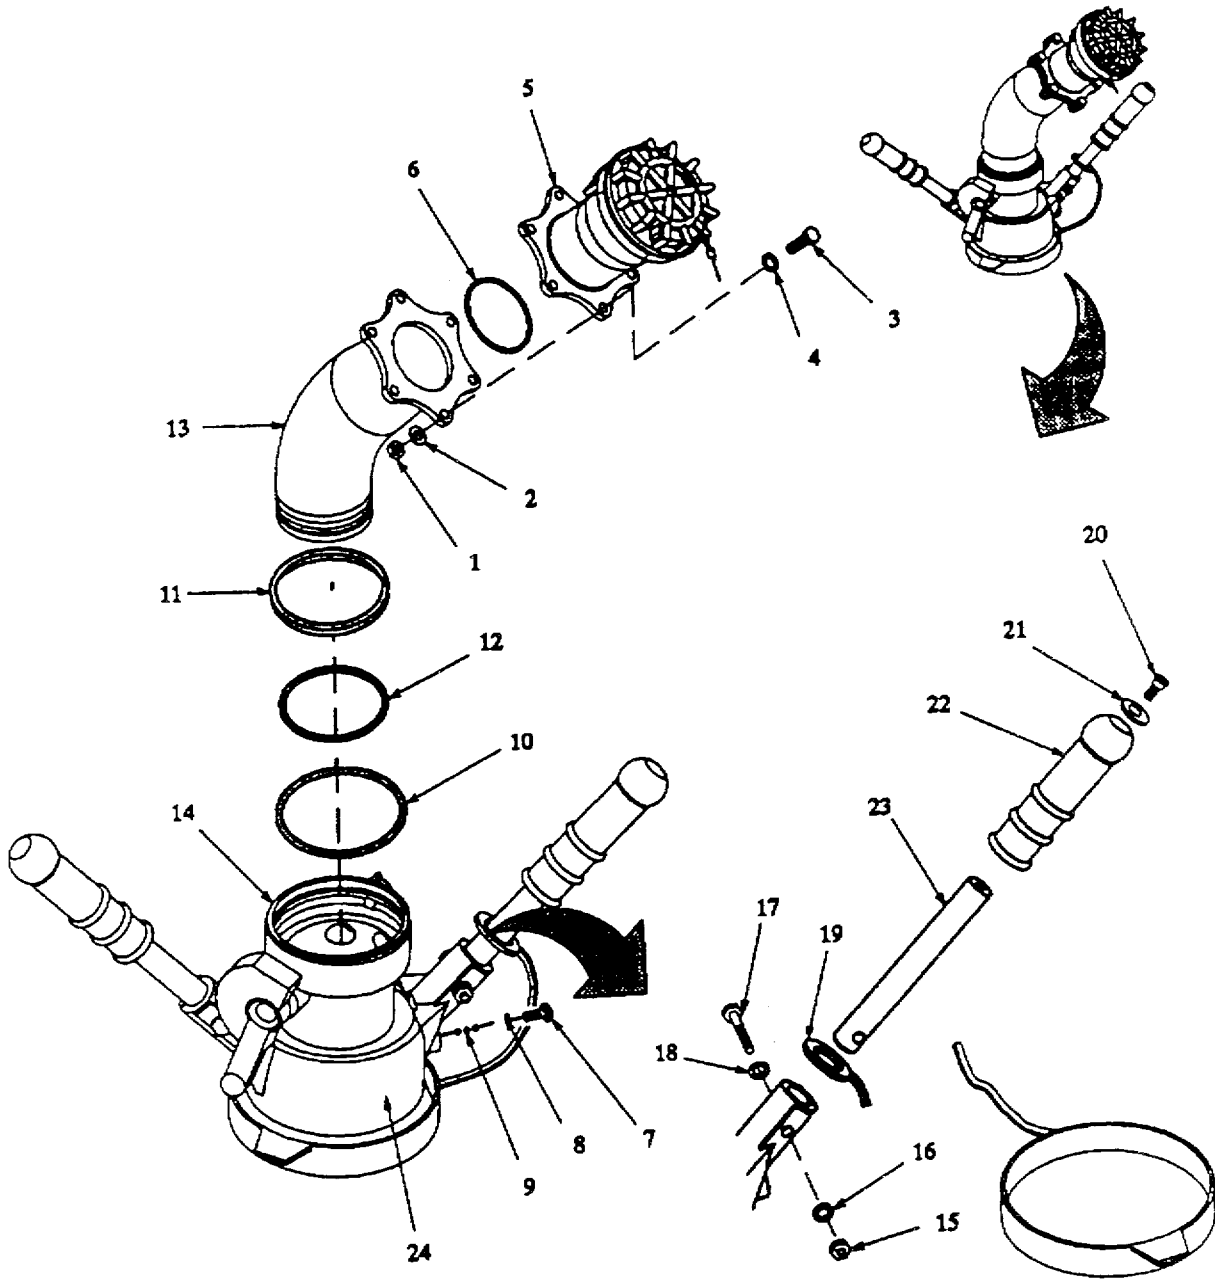

Figure 4-1. Pressure Fuel Servicing Nozzle (D1) Repair.
a. Disassembly. Refer to figure 4-1.
c. Inspection. Refer to figure 4-1.
(1) Inspect inlet elbow (13) for cracks and corrosion. Check for scratches and abrasion at all sealing surfaces.
(2) Inspect body (14) for cracks, corrosion and damaged or missing parts.
(3) Inspect coupling adapter (5) for cracks, missing components and corrosion.
(4) Inspect collar (24) for cracks and corrosion.
e. Assembly. Refer to figure 4-1.